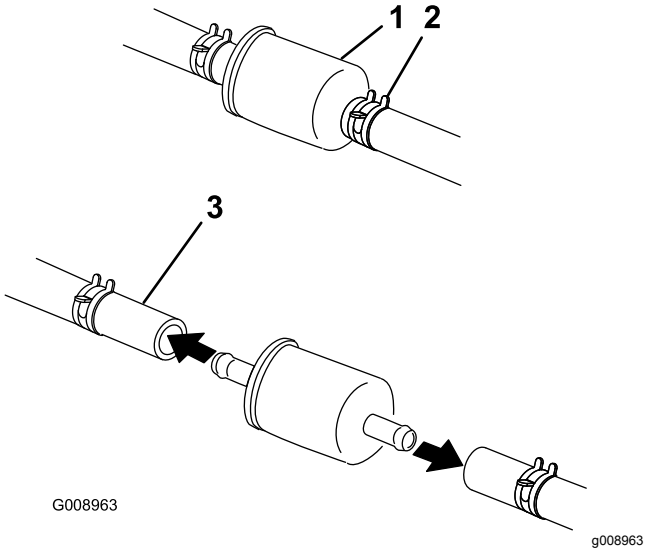

Figuur 54
5. Druk de uiteinden van de slangklemmen naar elkaar toe en schuif ze weg van het filter (Figuur 54).
7. Monteer een nieuw filter en schuif de slangklemmen terug tot dicht bij het filter (Figuur 54).